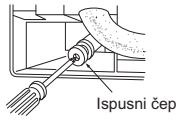

Fig. 3
4) Postavite ispusni čep u deo na koji će odvodno crevo biti priključeno na zadnjoj strani unutrašnje jedinice. (Fig. 3)